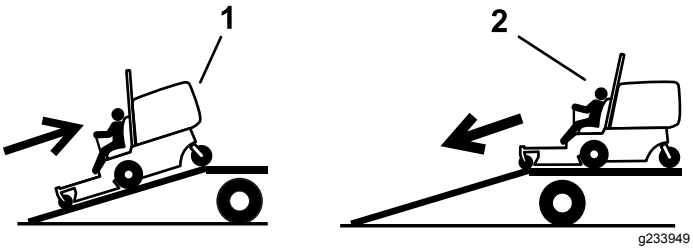

Figur 29
4. Bak maskinen op ad rampen (Figur 29).
2. Kør maskinen fremad ned ad rampen (Figur 29).